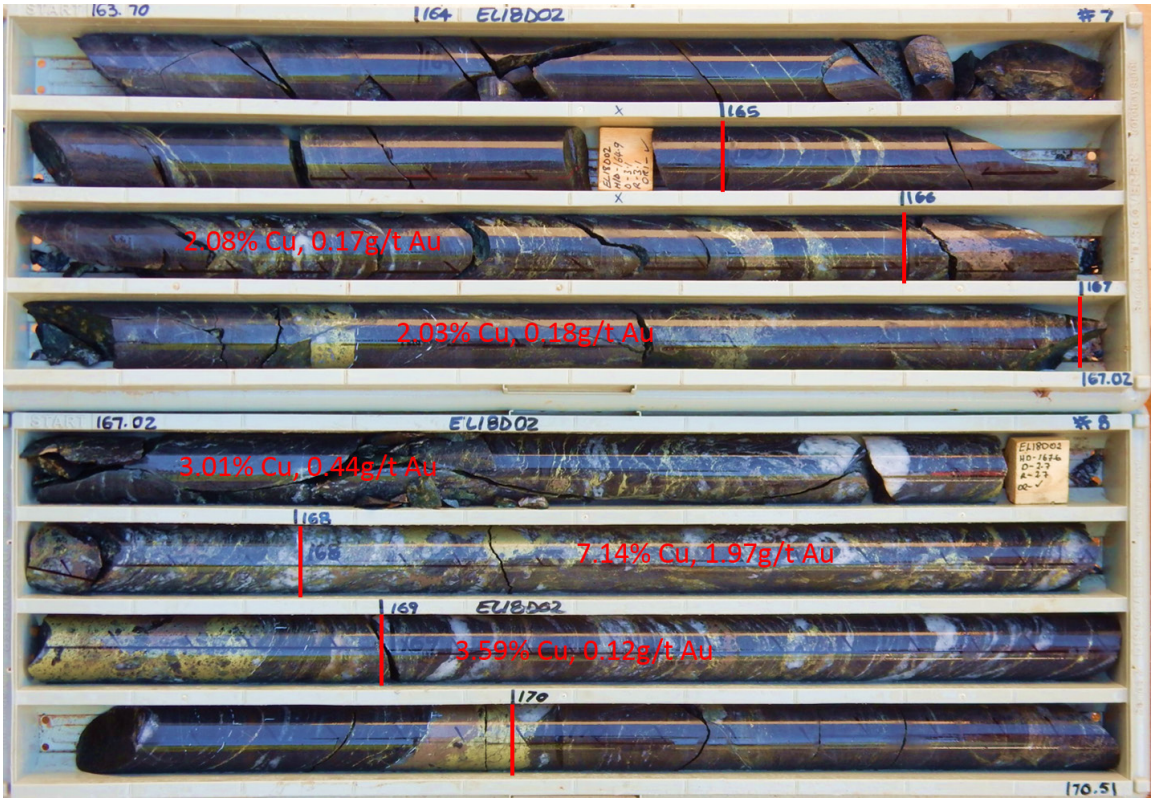

Figure 3: Part (165-170m) of the high-grade copper-gold intercept in drill hole EL18D02
- **17m @ 2.3% Cu and 0.5g/t Au** from 165m (Figure 3)